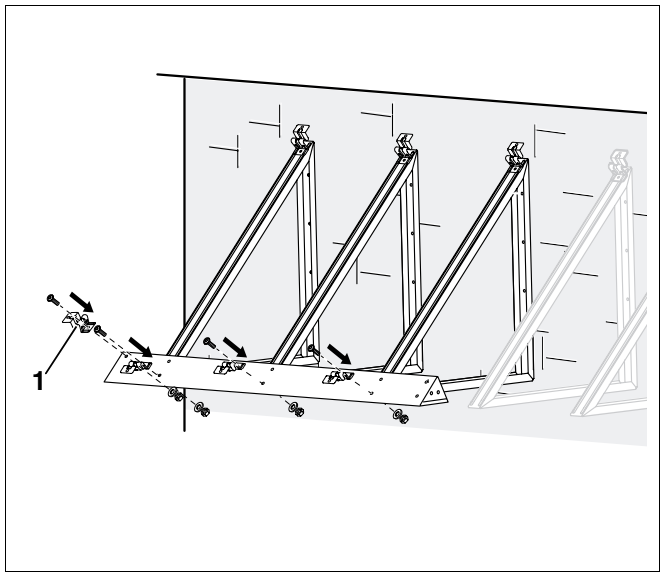

Afb. 45 Verbindingsplaat monteren
- Monteer de collectorhouder op de verbindingsplaat (afb. 45).
Wanneer u een collectorveld monteert, moet u aan het begin en aan het einde van het collectorveld de zijdelingse collectorhouder op de betroffen verbindingsplaat monteren (afb. 45, **pos. 1**).